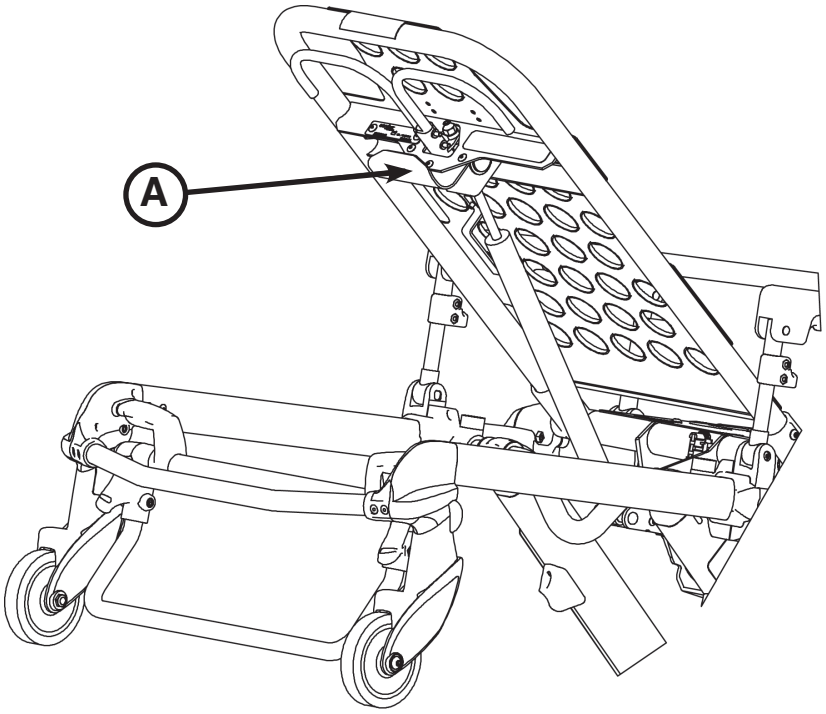

Figure 60
Utiliser le crochet pour accessoire (A) (cf. Figure 60) pour suspendre des accessoires ou équipements supplémentaires, tels que des défibrillateurs ou des moniteurs.